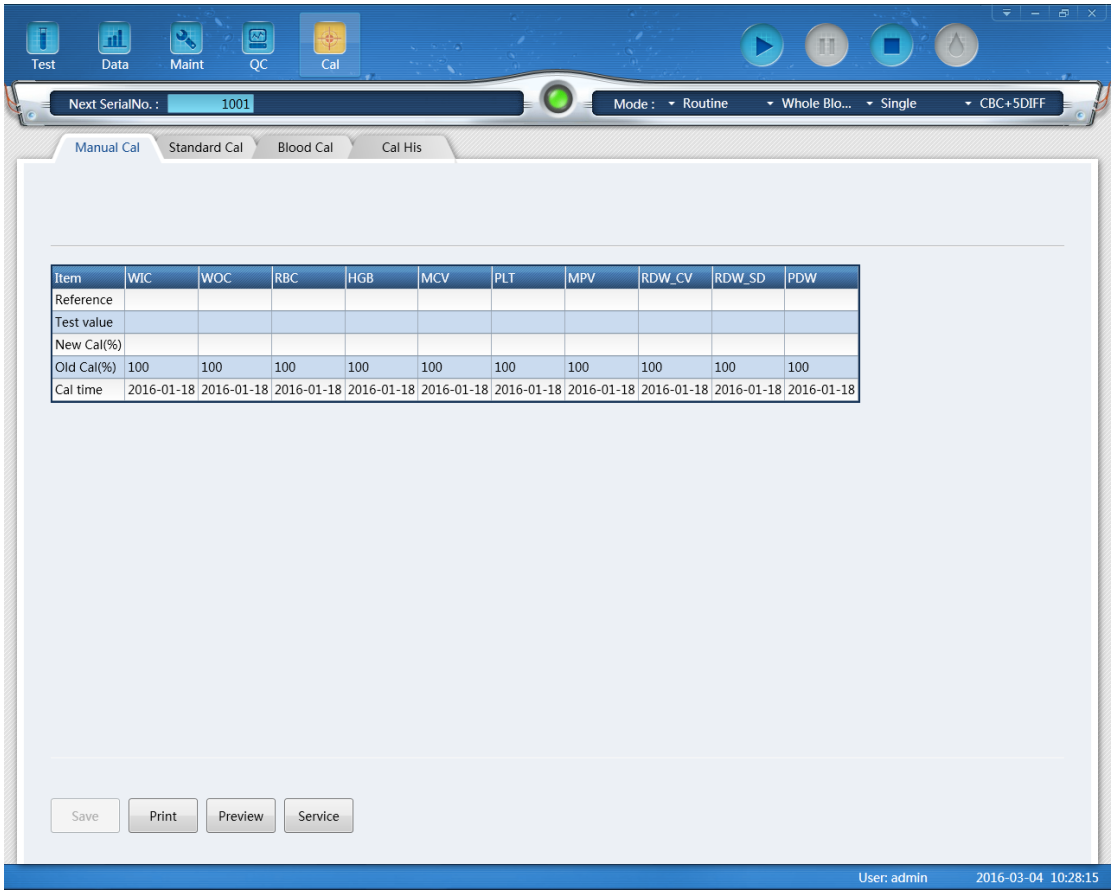

Figure 9-3 Manual Cal 1
2. Click “Cal” in main interface, and click “Manual Cal” in “Cal” interface. See Figure 9-3.